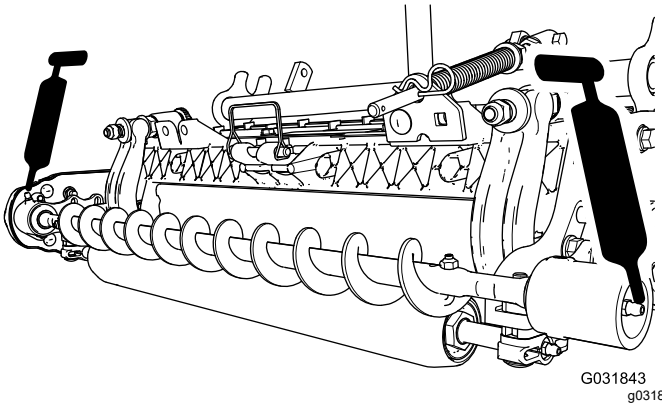

Figuur 20
3. Smeer de smeernippels op de beide lagerbehuizingen van de rolborstels met nr. 2 vet op basis van lithium (Figuur 20).